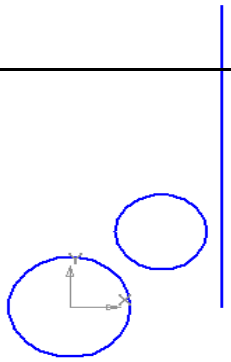

Рис. 11.12.
4.1. Создайте лист фрагмента и постройте геометрические объекты, необходимые для выполнения задания (рис. 11.12):